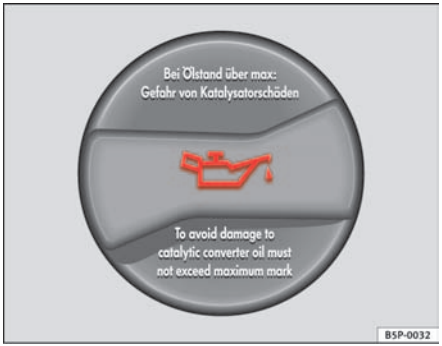

Fig. 121 In the engine compartment: Engine oil filler cap
– Unscrew cap from oil filler opening ⇒ fig. 121.
– As soon as the oil level is in area (B), carefully close the cap.